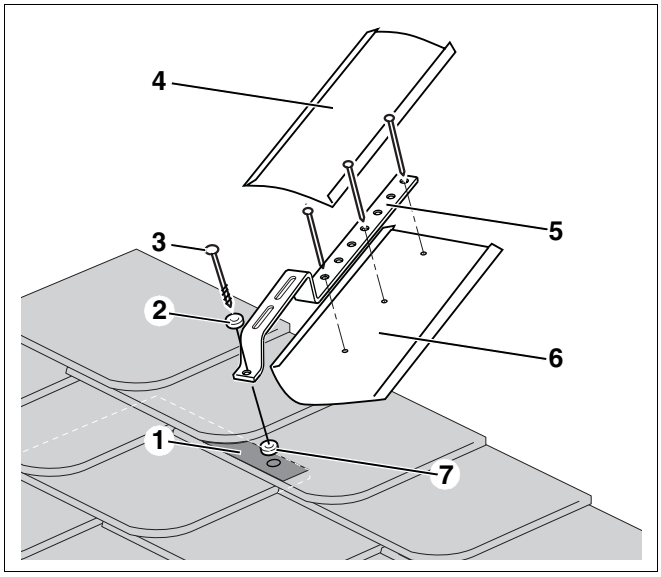

Afb. 36 Specifieke dakhaken op een meervoudige bedekking monteren
Als voorbeeld wordt de montage van een specifieke dakhaak en een waterdichte afdekking met een ter plaatse aan te brengen plaat (afb. 36, **pos. 4** en **6**) op een leien dak getoond.
- Monteer de specifieke dakhaken (afb. 36, **pos. 5**) en de dichting (afb. 36, **pos. 2** en **7**) met de bijgeleverde schroeven (afb. 36, **pos. 3**) op het leien dak.
- Om ervoor te zorgen dat de montage waterdicht uitgevoerd is, moeten er ter plaatse boven en onder de specifieke dakhaken plaatjes (afb. 36, **pos. 4** en **6**) gemonteerd of gelegd worden.
De specifieke dakhaken moeten vooraf op een meervoudige bedekking (afb. 36, **pos. 1**) liggen.